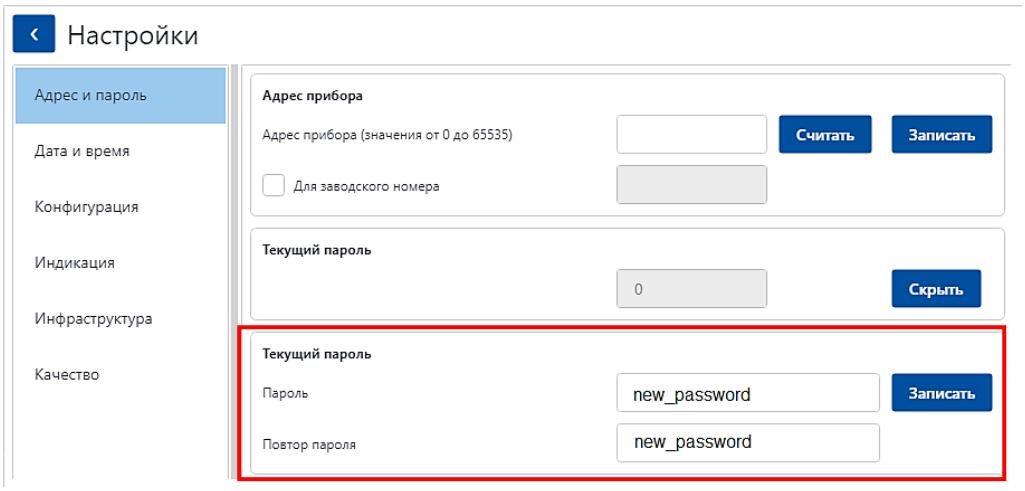

Рисунок 3.4 – Задание нового пароля.
3.6.6 Задание нового пароля для подключения к ВПУ производится на вкладке ***Адрес и пароль***, рис. 3.4.